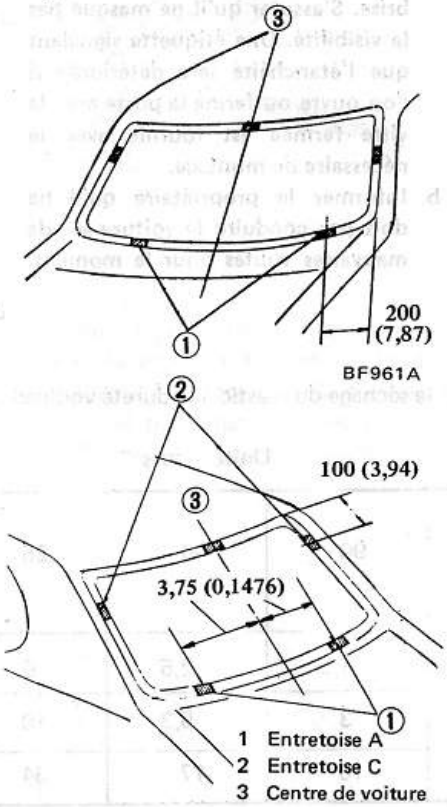

Fig. BF-54 Emplacement des entretoises
3. Mettre en place quatre entretoises sur l'encadrement de pare-brise. Voir Fig. BF-54 et BF-55.